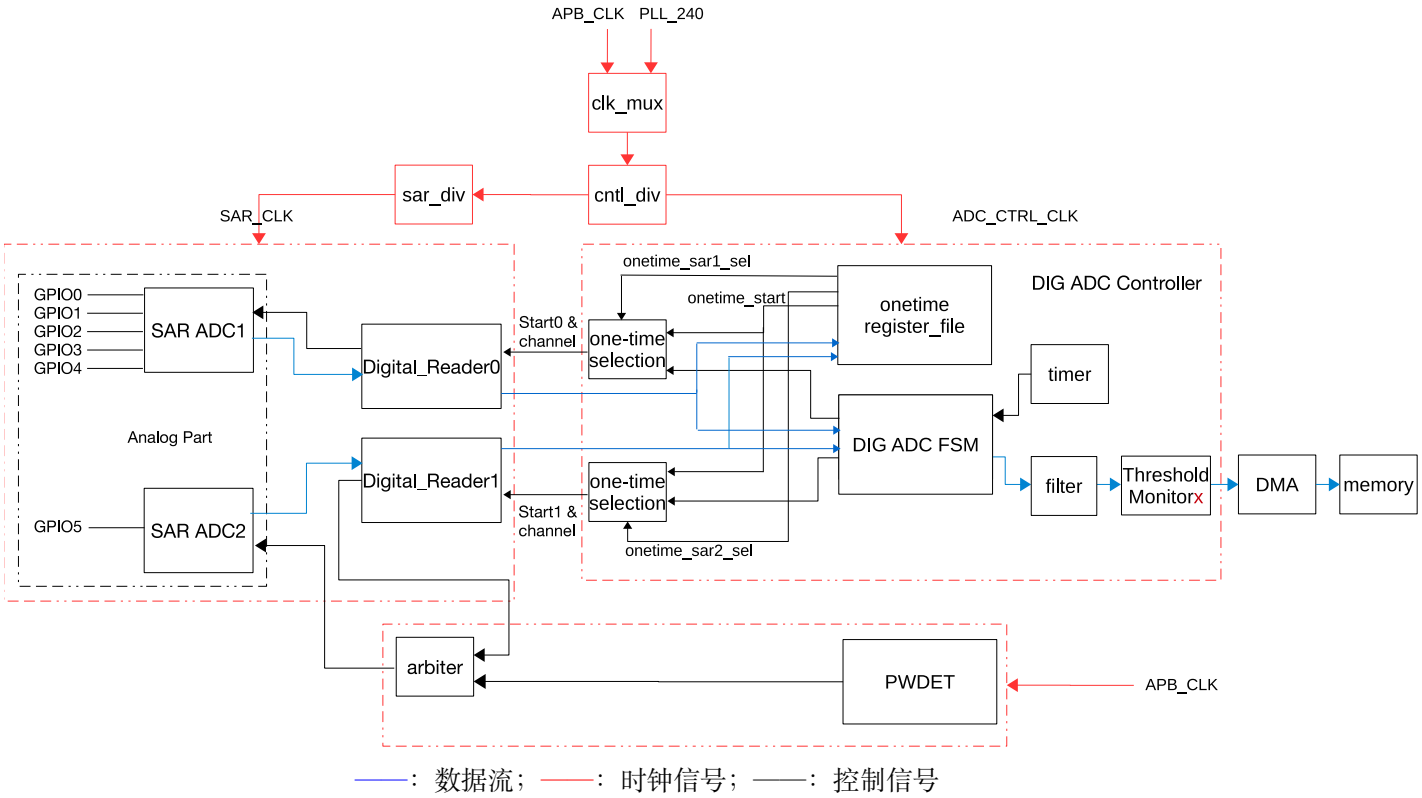

图 34.2-1. SAR ADC 的功能概况
SAR ADC 的主要元件与连接情况见图 34.2-1。
如图 34.2-1 所示，SAR ADC 模块主要包括以下元件：
- 将数据传输给滤波器 (filter)，然后阈值监控器 (threshold monitor) 通过 DMA 将数据传输给内存（见图 34.2-1）；